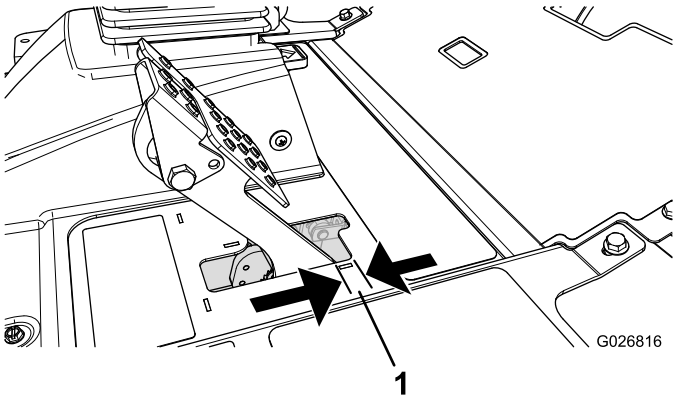

Figuur 64
Stel de remmen af als de rempedaal meer dan 25 mm speling heeft (Figuur 64), of als er meer remkracht nodig is. Met speling wordt de afstand bedoeld die het rempedaal wordt ingetrapt voordat er remweerstand wordt gevoeld.
2. Draai de achterste moer vast om de kabel naar achteren te halen totdat de rempedalen 0,63 tot 1,27 cm speling hebben (Figuur 64) voordat het wiel blokkeert.